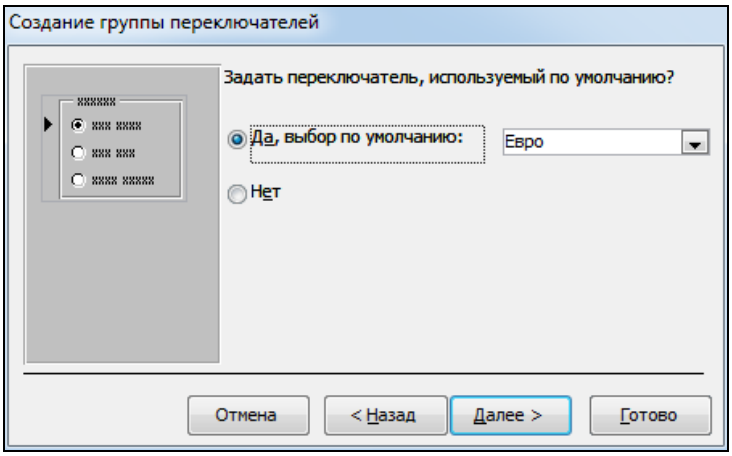

Рис. 3.44. Выбор переключателя по умолчанию
4. Определяется тот переключатель, который будет активен по умолчанию (рис. 3.44).